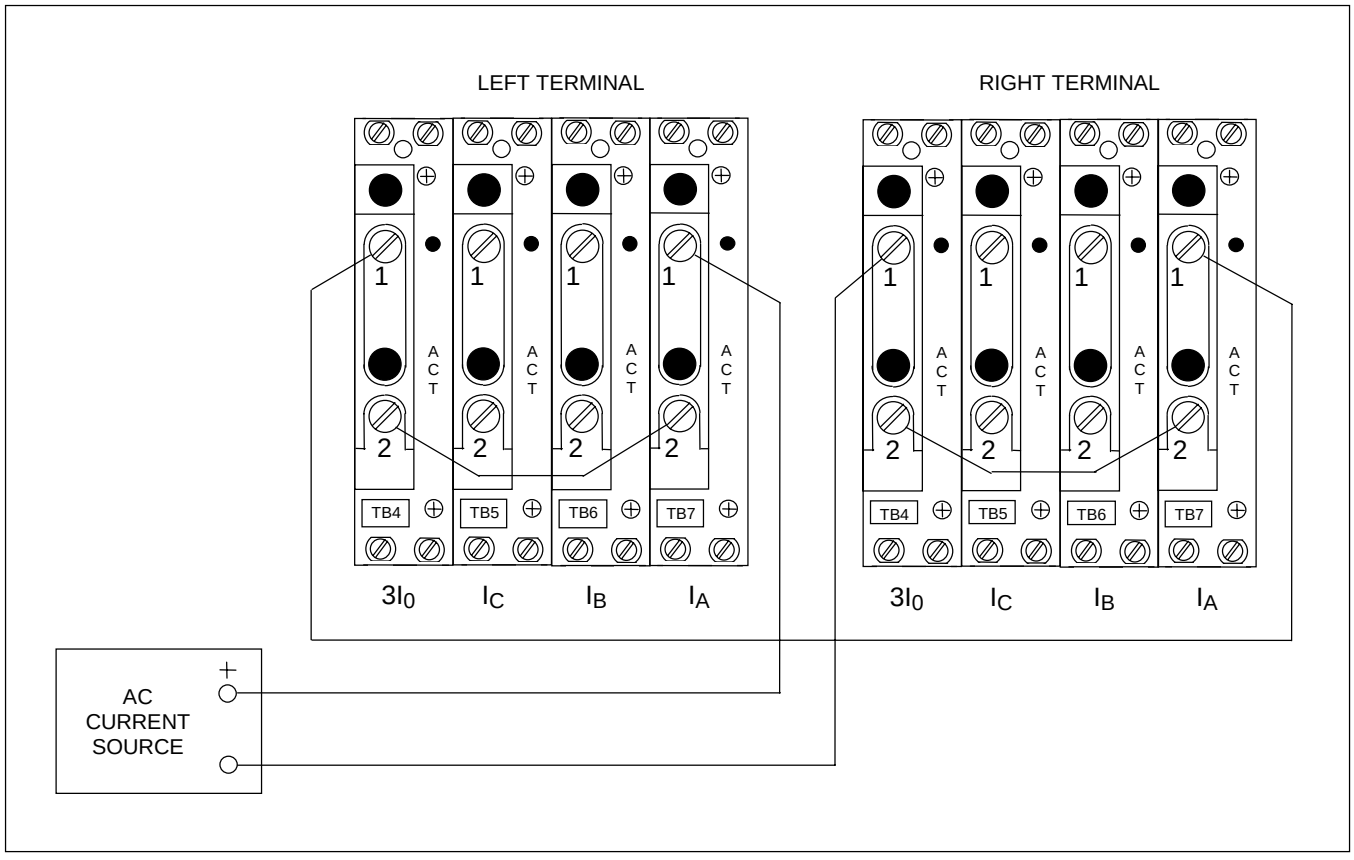

Figura 7-7. Conexión de prueba que simulan un fallo interno de A-G
1. Conecte el equipo como se muestra en la Figura 7-7.